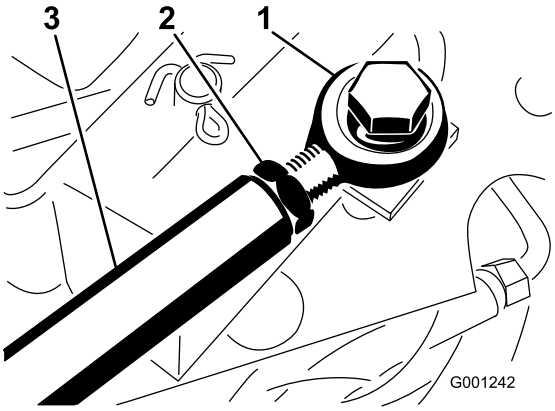

**Figur 67**
3. Hvis der ønskes yderligere justering, skal traktionsstangen (Figur 67) indstilles som følger: